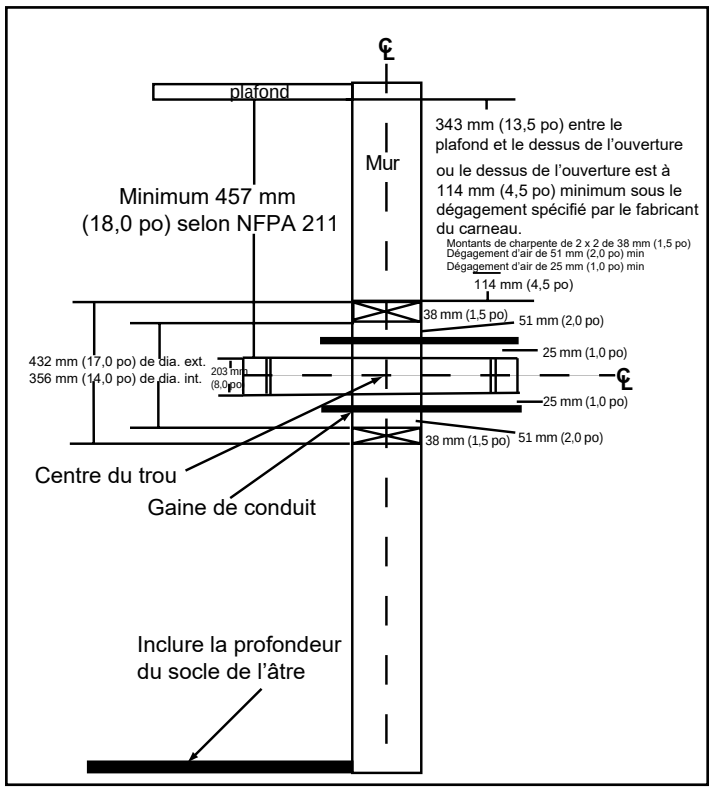

Figure 4.1
- L'ouverture en haut du mur doit être à au moins 343 mm (13 1/2 po) du plafond ou à 114 mm (4 1/2 po) au-dessus du dégagement minimum spécifié par le fabricant du carneau. Le dégagement vertical minimum selon NFPA 211 est de 457 mm (18 po) depuis le carneau et le plafond ou égal à la valeur minimale recommandée par le fabricant du carneau. **Figure 4.1.**
1. Pratiquez une ouverture dans le mur intérieur à la hauteur prévue pour l'entrée du carneau dans la cheminée en maçonnerie. **Figure 4.1**
3. Construisez un cadre de 432 mm x 432 mm (17 x 17 po) (dimensions extérieures) pour l'ouverture du mur en utilisant du bois de charpente de 5 x 5 cm (2 x 2 po). L'intérieur de ce cadre doit avoir une ouverture de 356 x 356 mm (14 x 14 po) minimum. **Figure 4.1.**